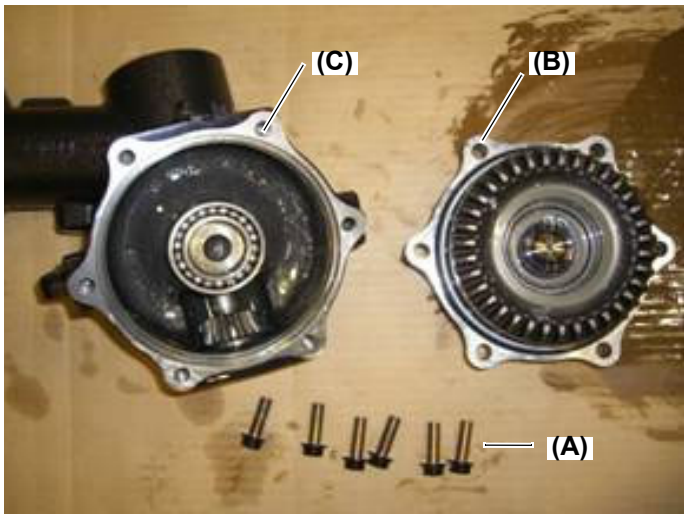

Fig.20
19. Remove the six (6) M10 x 30 (L: 1.2 in.) bolts (Fig. 20, (A)) that secure the front bearing case (Fig. 20, (B)) to the front gear box (Fig. 20, (C)). Remove the external snap ring from the front spindle.